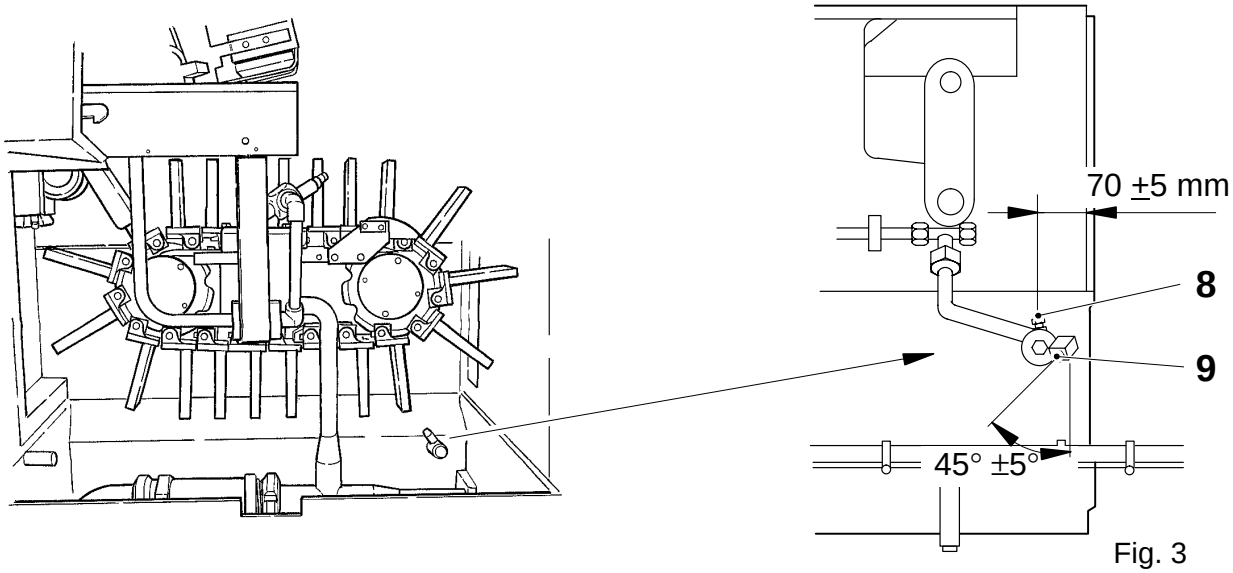

Fig. 3
Set the jet direction of the nozzle (9) at 45° ±5° angle and the nozzle (8) at 70 ±5 mm distance from the inside of the tank, see fig. 3.